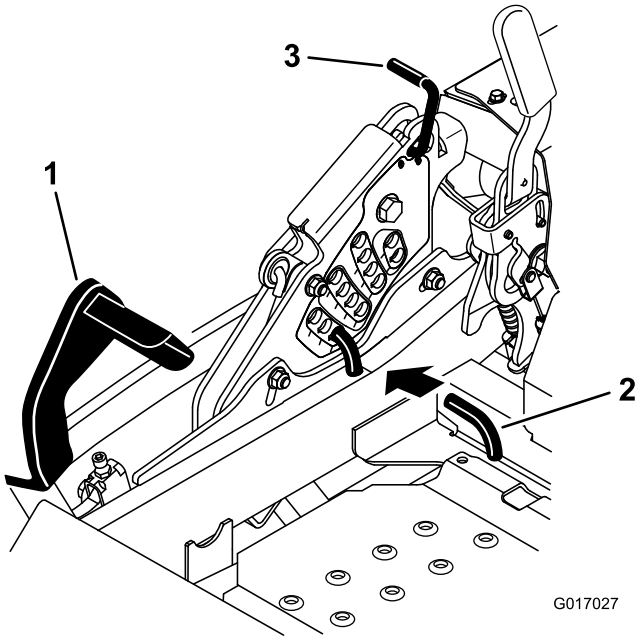

Figur 27
2. Tryck på däcklyftpedalen med foten och höj klippdäcket till transportläget (även klipphöjdsläget på 140 mm) (Figur 27).
3. Justera inställningen genom att rotera sprinten 90 grader och ta bort den från klipphöjdsfästet (Figur 27).
4. Sätt i sprinten i det hål i klipphöjdsfästet som motsvarar den önskade klipphöjden (Figur 27).